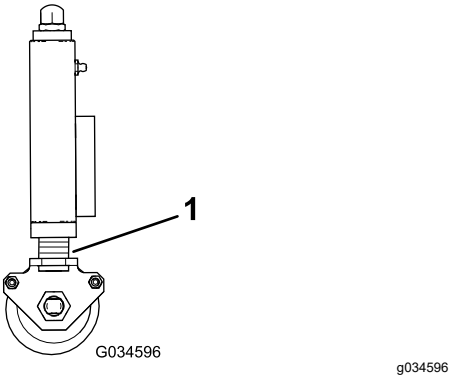

Rysunek 32
3. Upewnij się, że wszystkie jednostki tnące znajdują się na tej samej wysokości cięcia – spójrz na pierścienie wskazujące (Rysunek 32).